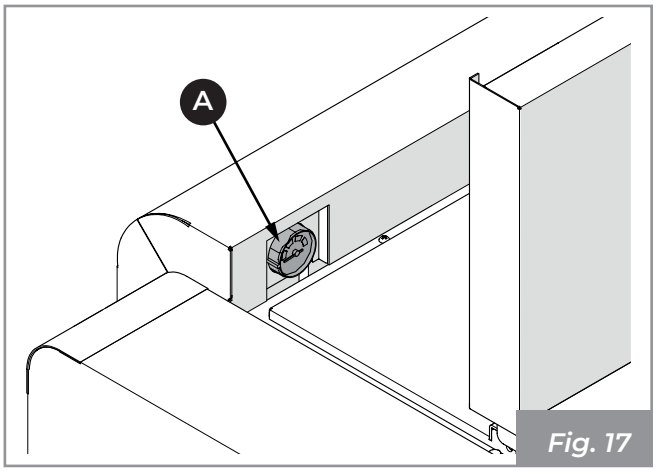
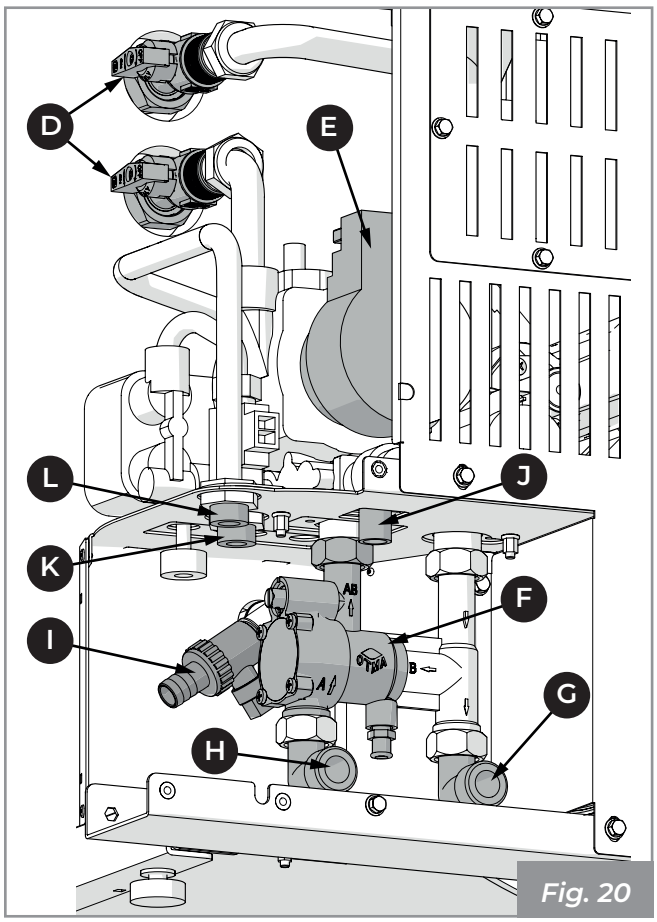

Fig. 17
Fig. 20
6.3.1 Descrizione circuito idraulico (Fig. 17 ÷ Fig. 20)
6.3.2 Collegamenti idraulici (Fig. 17 ÷ Fig. 20)